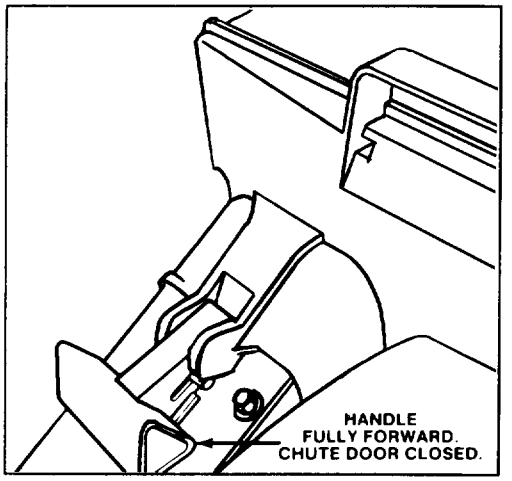

Figure 12
2. Ensure chute door handle is fully forward and pin is engaged in catch (Fig. 12).
5. EMPTYING BAG—Stop engine and wait for all moving parts to stop. Move chute door handle forward to engage the locking pin with catch (Fig. 12). Grasp bag handle and rear of bag and lift bag off mower. Gradually tip bag forward to empty clippings.